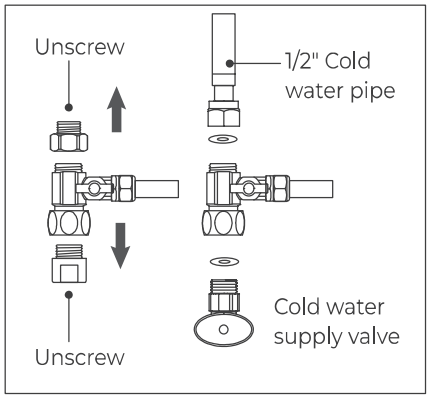

Figure 2
NOTE: NOTE: If the cold water pipe is 1/2", unscrew the two converters from the feed water adapter **(Figure 2)**, and then implement step ③.